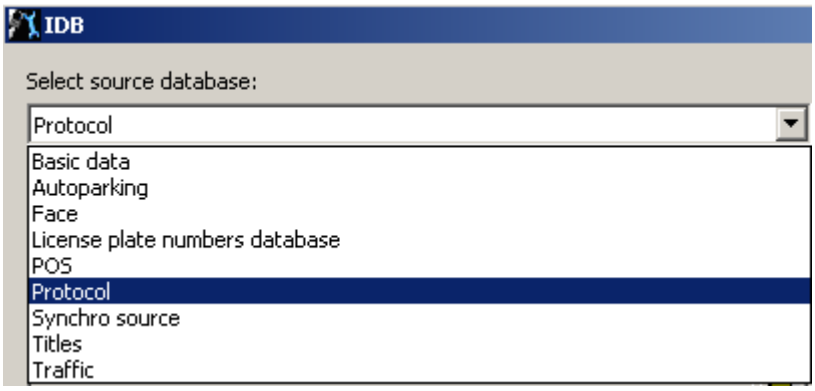

Figure 12.10-8 Selecting the source database
2. Select the "Protocol" administration database in the "Select source database:" dropdown list (Figure 12.10-8).